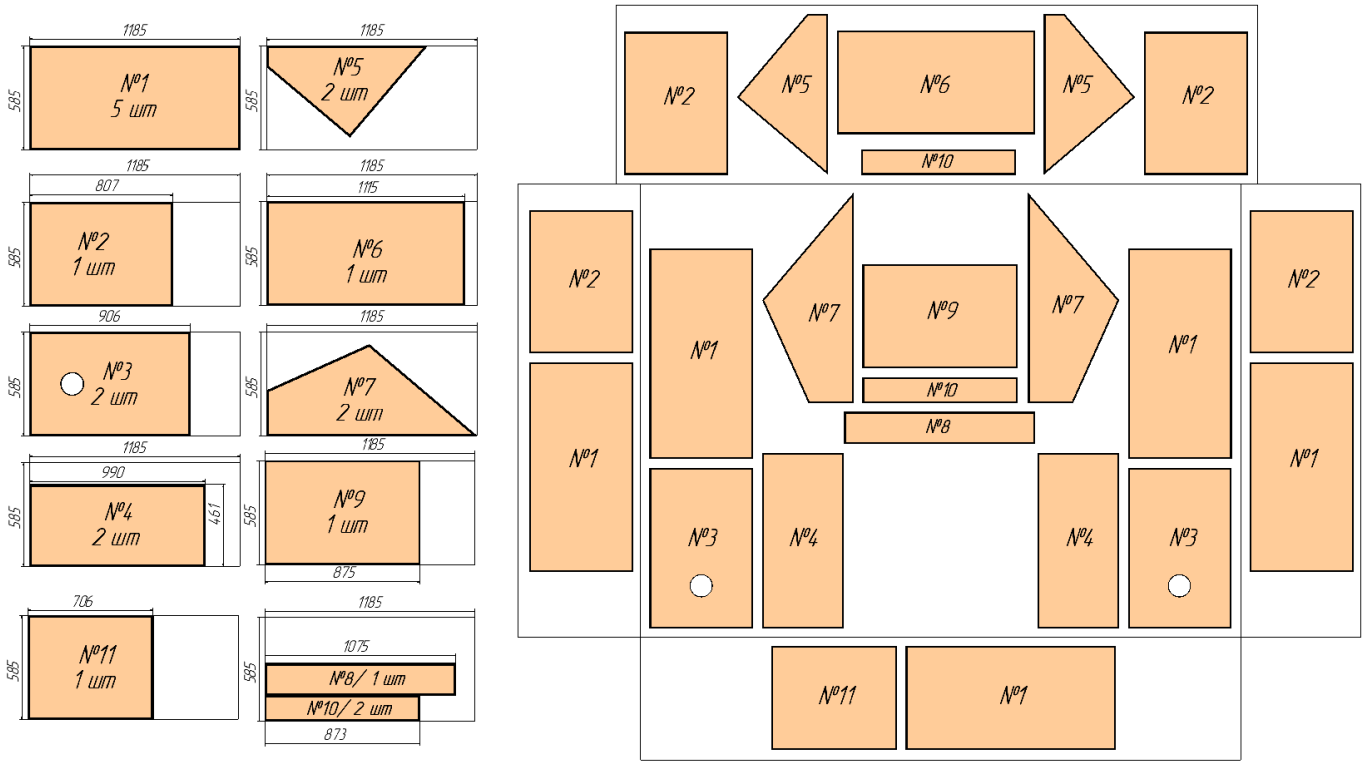

Рисунок 7
1. Нарезать по карте раскроя (см. Рисунок 7) утеплитель (см. Табл. 3).